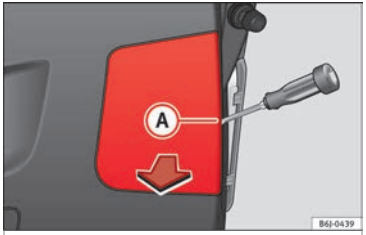

Fig. 200 Lights on the boot.
– Remove the lid with a flat screwdriver, placing it in notch (A) ››› **Fig. 200**.